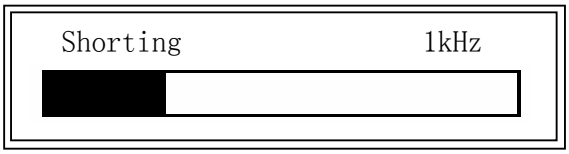

Figure 4-22. Short Correction Information
3) Press ShSWP. TH2817A will measure the short impedance (inductance and resistance) at all frequency points. Figure 4-22 shows the short correction information.